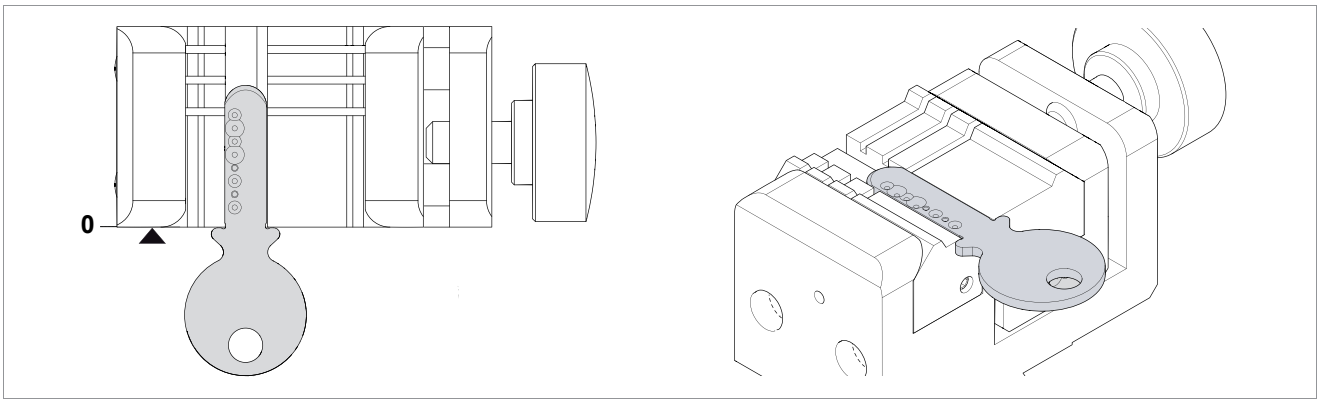
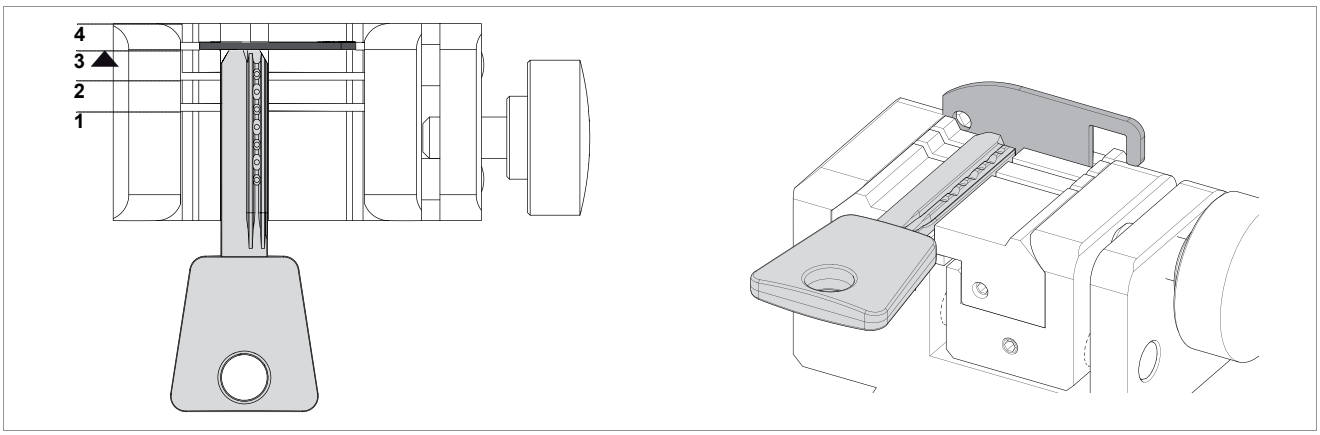

Fig. 24 - SHOULDER STOP
Fig. 25 - TIP STOP
- **clamp stop (Fig. 24 and Fig. 25)**
For shoulder stop keys, place the shoulder of the key against the jaws (stop “0”) (Fig. 24) and the others (tip stop) must be placed against one of the grooves (1-2-3-4), as indicated in the Silca tablet program. For this operation use the bar provided (Fig. 25).